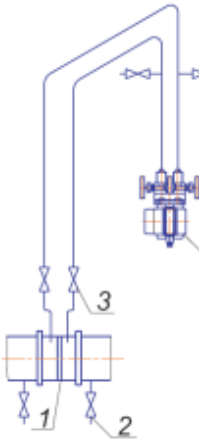

Figure 3.5
3.1.4.1 AIR-20/M2-H is installed on site in a position convenient for operation and maintenance. The hydrostatical pressure transmitters assembly order is outlined in paragraph 3.1.4.10. Depending on controlled medium parameters and pressure take-off conditions, AIR-20/M2-H-DP is installed in accordance with Figures 3.5 - 3.8. It should be considered that transmitter orientation, especially with upper measurement limit of ±0,063 kPa – ±10 kPa, may cause the offset and therefere it will be neccessary to adjust the initial signal for a value, depending on operating force, transmitter sensitivity and its tilt. When choosing the installation location AIR-20/M2-H the following should be considered:
The recommended connection line diagram when measuring gas, vapor, and fluid are shown in Figures 3.5 – 3.8.
Designations for Figures 3.5 and 3.6: